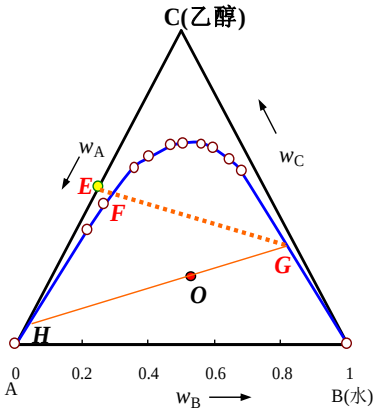

图4-3 连接线图
点 O 应落在连接线上(见图 4-3)。设将组成为 E 的环己烷-乙醇混合液，滴加到组成点为 G，质量为 m_G 的水层溶液中，则系统总组成点将沿直 GE 向 E 移动，当移至点 F 时，液体由浑浊变清(由两相转变为单相)。根据杠杆规则，加入环己烷-乙醇混合物的质量 m_E 与水层 G 的质量 m_G 之比有如下关系：$m_E/m_G=FG/EF$。
2. 连接线交于溶解度曲线上的两点代表什么？根据图 4-3，用于滴定相点 *G* 组成的 *E* 点液体，为减少其用量时其组成应该如何变化?